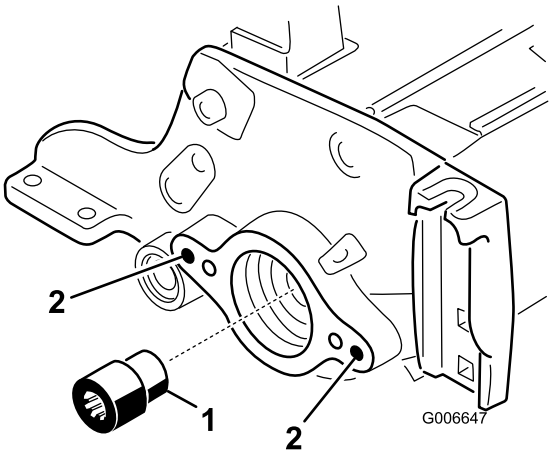

Figur 7
12. Ta bort den räfflade insatsen från cylindermotorsänden på cylinderaxeln med hjälp av verktyget för cylinderdrivningsaxeln (Figur 7). Verktyg för cylinderdrivningsaxeln, artikelnummer TOR4074. Ta bort allt fett från det gängade hålet där den räfflade insatsen har suttit.
13. Montera den nya (längre) insatsen i cylinderaxeln (Figur 7). Stryk på blå Loctite på insatsens gängor före monteringen. Dra åt till ett moment på 115–129 N·m.
15. Använd en 3/8-16 tapp och ta bort färgen i de yttre monteringshålen i både vänster och höger sidoplåtar (Figur 7).